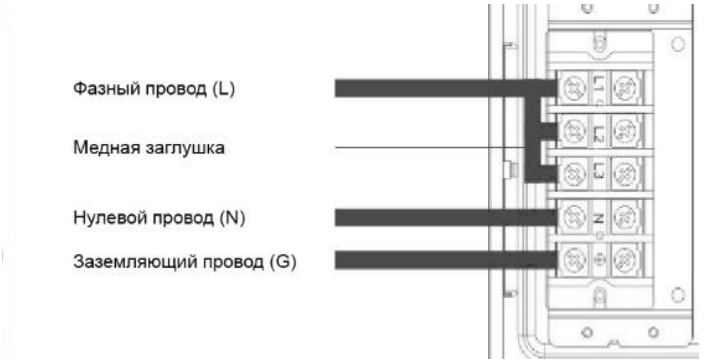

Рис. 8. Однофазное подключение прибора – зеркальный порядок
- Схема однофазного подключения сетевого кабеля к клеммной колодке указана в Рис. 8.